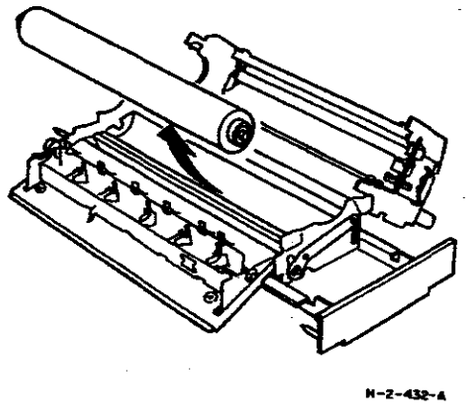

**Рисунок 2. Модуль фьюзера открыт**
4. (Рисунок 2) Откройте модуль фьюзера.